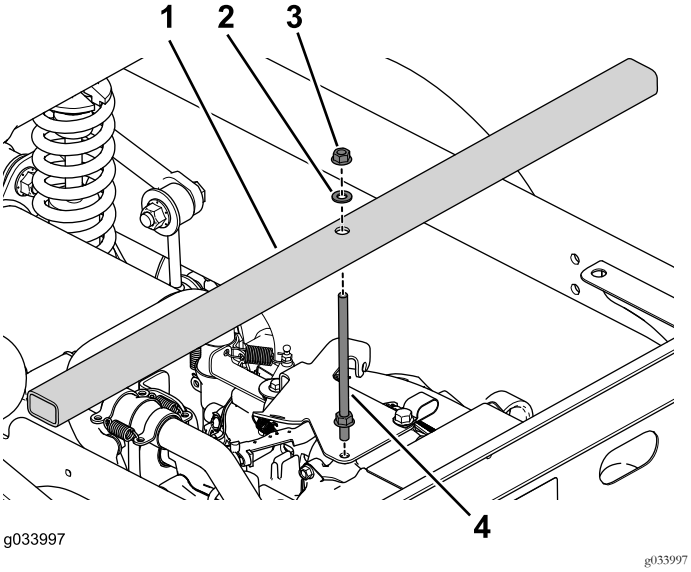

Figur 13
1. Fjern flangebolten på gasbeslaget (Figur 13).
2. Brug de to flangemøtrikker, spændeskiven og den gevindskårne stang til at montere brostøtten på motoren (Figur 13).